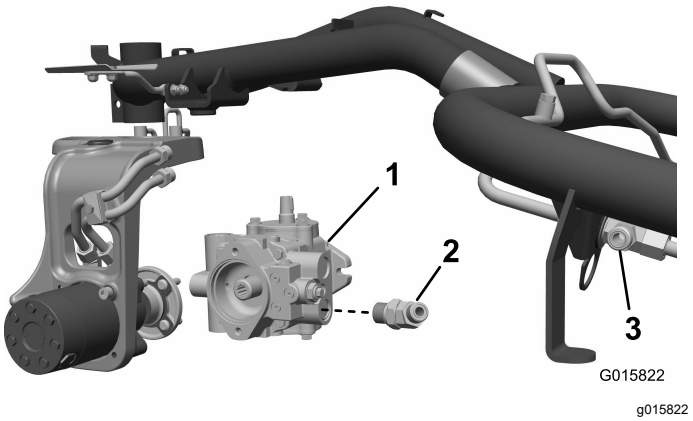

Figuur 9
1. Demonteer de onderste hydraulische pompslang die van de pomp en de T-fitting van het bovenste schot naar de voorste motors gaat. Gooi deze slang weg (Figuur 9).
Laat de fitting los, naar boven en naar buiten gericht (Figuur 9).